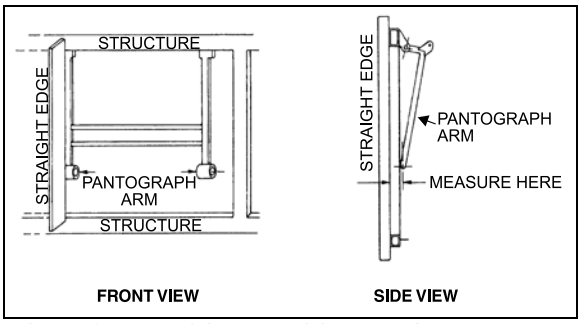
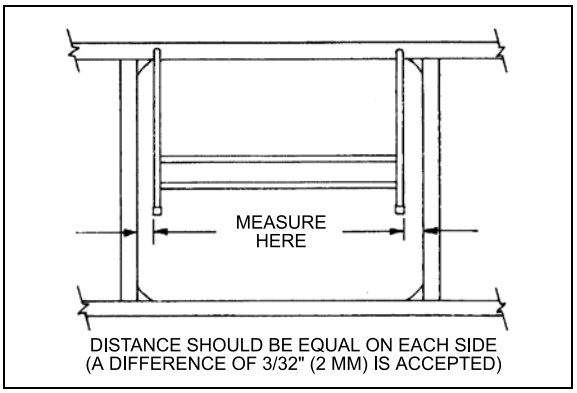

FIGURE 67: PANTOGRAPH DOOR ADJUSTMENT 18062
FIGURE 68: PANTOGRAPH DOOR ADJUSTMENT 18063
Measure distance between a pantograph arm end and a straight edge resting on structure. Repeat procedure for the other arm. The distance on each side should be equal. If not, bend appropriate arm until desired measure is obtained (Figure 67 & Figure 68).
5. When the door is straight, remove the 2x4's and check door operation and fit. A difference of 3/32" (2mm) between both sides is accepted (Figure 68).
3. If the door is too far inside, adjust using a rubber mallet (Refer to figure 68).